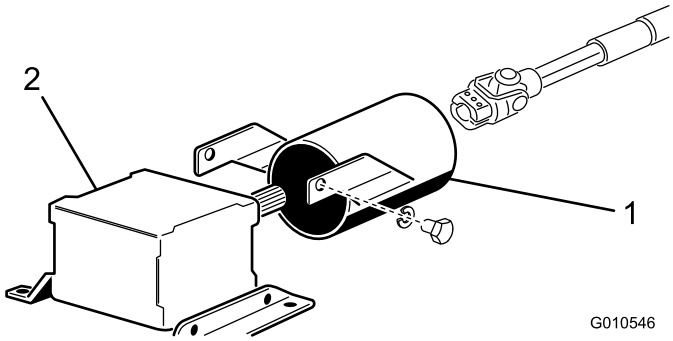

Figur 7
1. Fjern de to hodeskruene og låseskivene som fester festebraketten til kraftuttakets verneplate til girkassen (Figur 7).
2. Skyv kraftuttakets akselverneplate på kraftuttakets aksel, still inn verneplaten som vist på Figur 7.